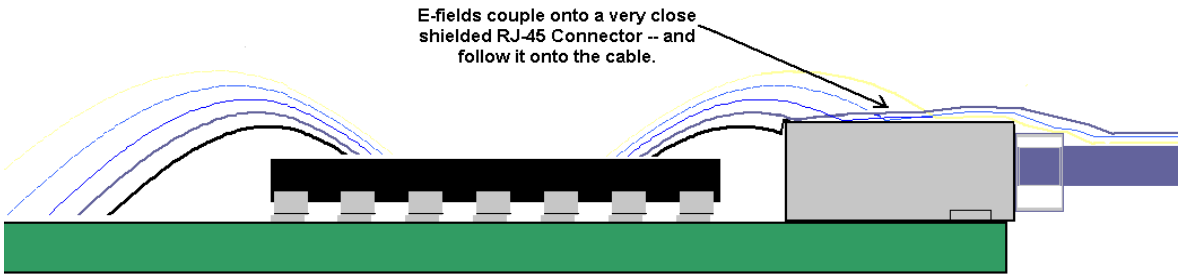
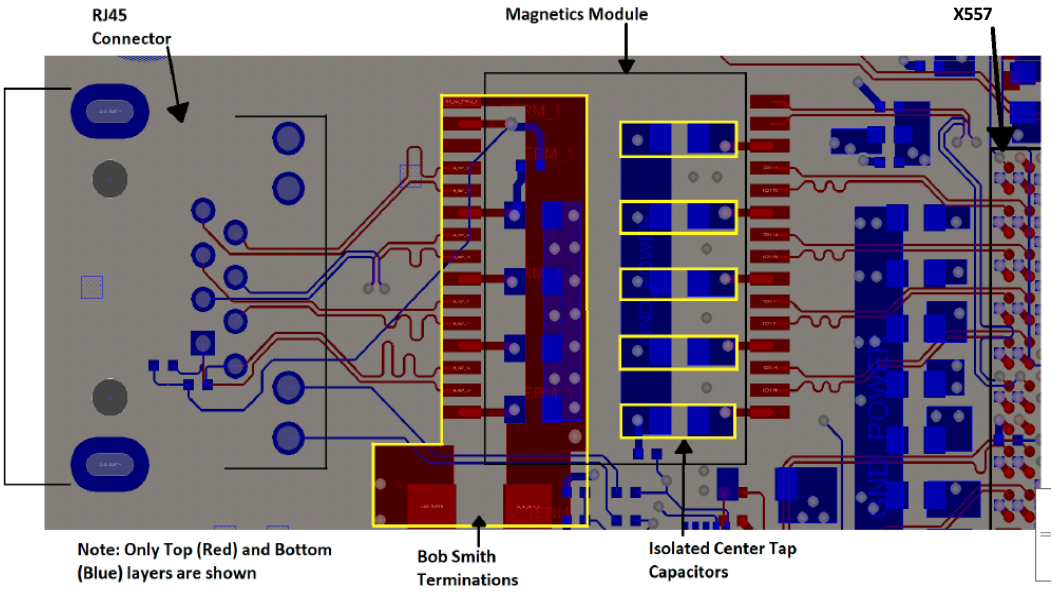

Figure 9-2 Effect of Device Placed Less Than One Inch from the RJ-45 Connector
Figure 9-3 Transformer Bypass Components
The X557, referred as a LAN silicon in Figure 9-3 and Figure 9-2, must be at least one inch from the I/O back panel. To help reduce EMI, the following recommendations should be followed:
The associated grounding scheme (blue) with the front-end of the chip is shown in the microstrip traces between the transformer and the RJ-45 (see Figure 9-3).
1. The ground is split underneath the magnetics, with the chassis ground being present under the front-end (Figure 9-3), and the circuit ground under the X557 side of the magnetics. Thus, the MDI traces on the line side are referenced to chassis ground.
5. In Figure 9-3, the Hi-POT clearance for cable discharge is shown and designed with ≥80 mils of clearance from the ground. Note that the breakdown voltage in FR-4 is lowest in the x-y axes planar to the PCB and highest in the z-axis between layers.